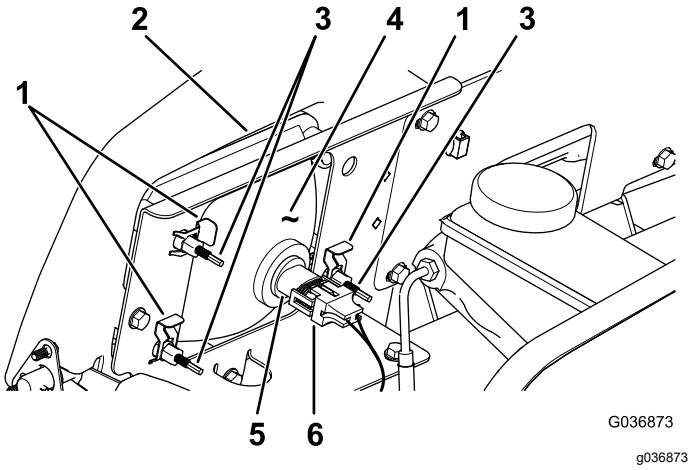

Figur 55
3. Frakobl det elektriske stik til ledningsnettet fra stikket på lampesamlingen (Figur 55).
4. Afmonter klemmerne, der fastgør forlygten til forlygtebeslaget (Figur 55).
5. Fjern forlygteenheden ved at føre den fremad og ud gennem åbningen i forkofangeren (Figur 55).
6. Monter den nye forlygte gennem åbningen i kofangeren (Figur 55).
8. Tilslut det elektriske stik til ledningsnettet til stikket på lampesamlingen (Figur 55).
2. Drej justeringsskruer (Figur 55) bag på forlygteenheden for at dreje forlygteenheden og rette positionen af lygtens lysstråle ind.